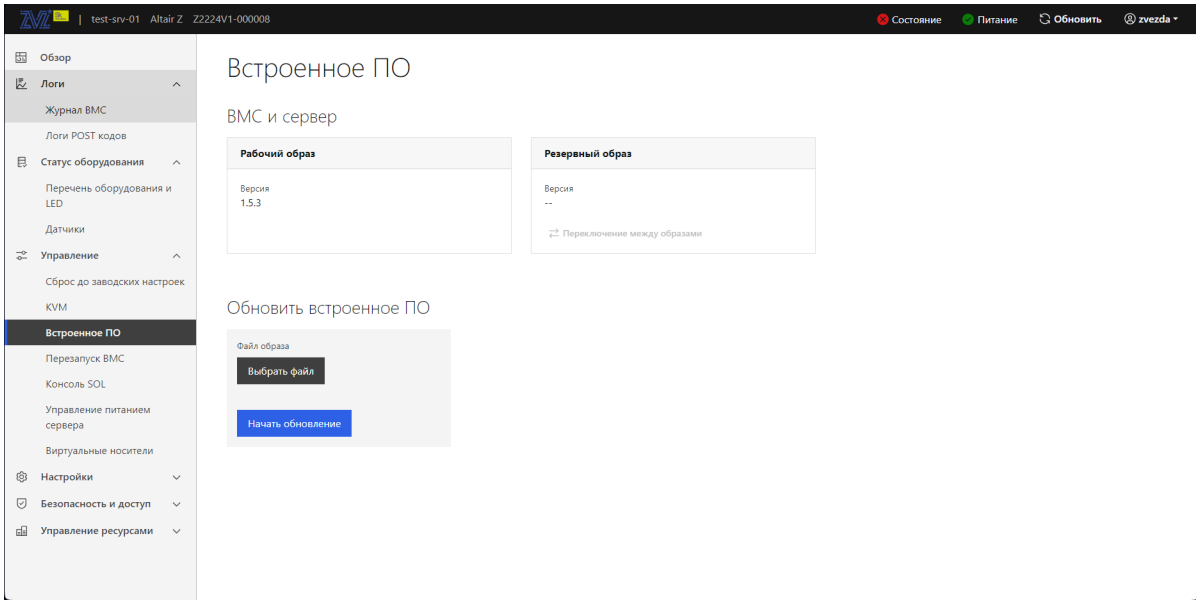

Рис. 88. Окно «Встроенное ПО»
2) Пройдите во вкладку «Управление» → «Встроенное ПО». Окно показано на рис. 88 Окно «Встроенное ПО»